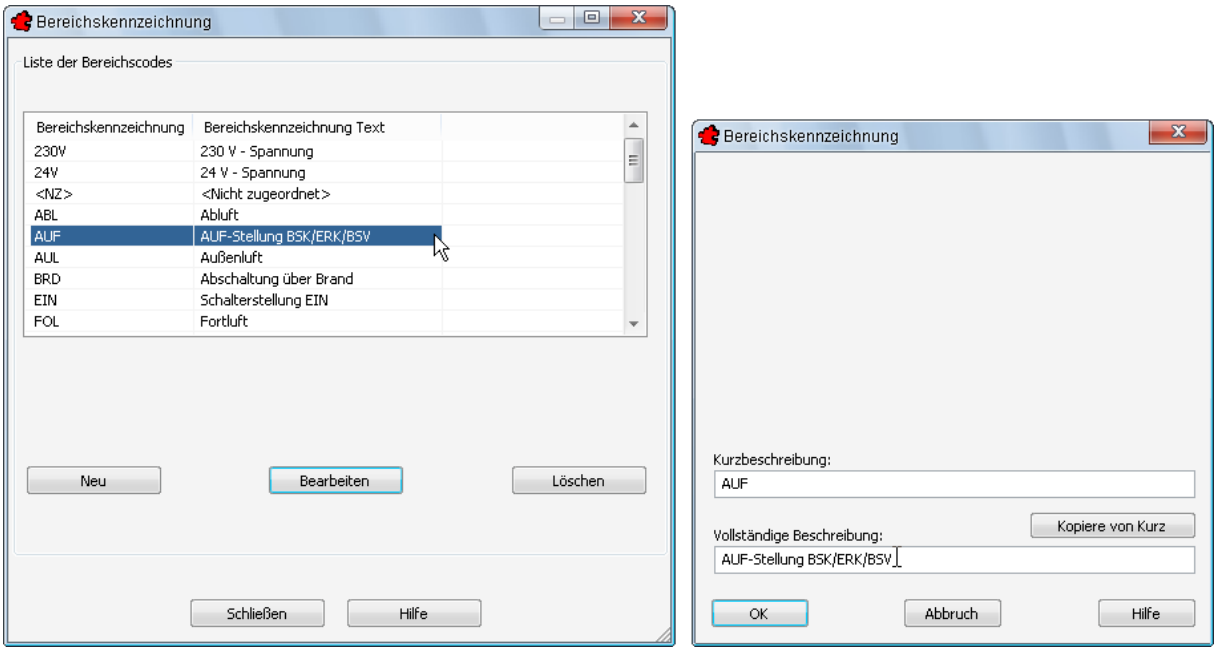

Bild 36.73 – Editieren von Bereichscodes
- Rufen Sie über das Menü *Datei, Stammdaten, Bereichscode* auf. Das Dialogfeld *Bereichskennzeichnung* erscheint (Abb. 36.73, links).
- über *Bearbeiten* bzw. einen Doppelklick auf den Listeneintrag können Sie einen bestehenden Code editieren. Hierdurch wird das Dialogfeld *Bereichskennzeichnung* geöffnet, das die *Kurzbeschreibung* und die *vollständige Beschreibung* enthält (Abb. 36.73, rechts).